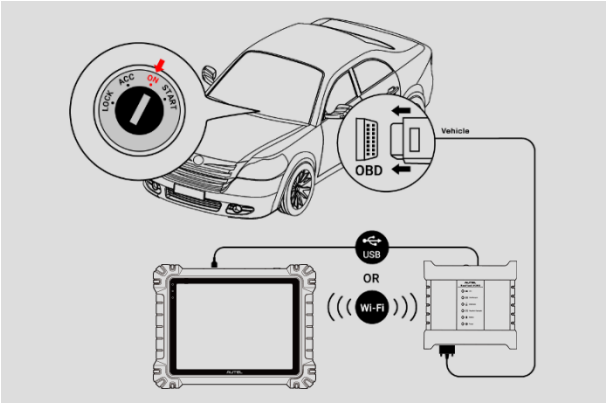

Figure 9-107 *Connection Diagram*
1. Please refer to *Figure 9-107 Connection Diagram* to complete the connection. Place the ignition in the key on position.